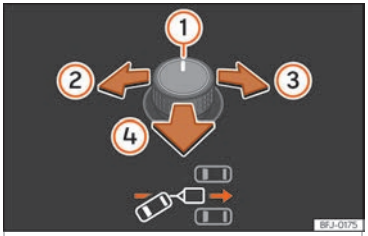
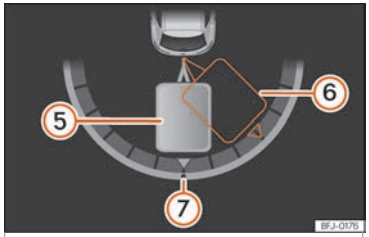

Fig. 212 Commande rotative des rétroviseurs extérieurs : régler l'angle de la remorque.
Fig. 213 Afficheur du combiné d'instruments : passer en marche arrière
Légende de la fig. 212, ››› fig. 213 :
- Faites basculer la commande rotative jusqu'à la direction voulue ››› fig. 212. L'écran du combiné d'instruments affiche à titre d'information une représentation de l'ensemble du véhicule tracteur et de la remorque dans sa position actuelle ››› fig. 213.